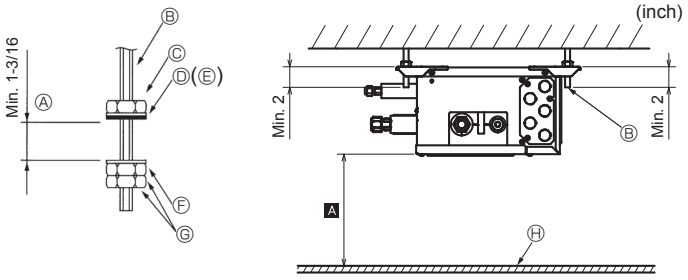

Fig. 6-1
(2) Fit the washers (①, ②) and nuts (procure locally) to the suspension bolts. (Fig. 6-1)
(3) Hang the unit on the suspension bolts.
(4) Fully tighten the nuts (check ceiling height).
(5) Use a level to adjust the branch box to the horizontal.